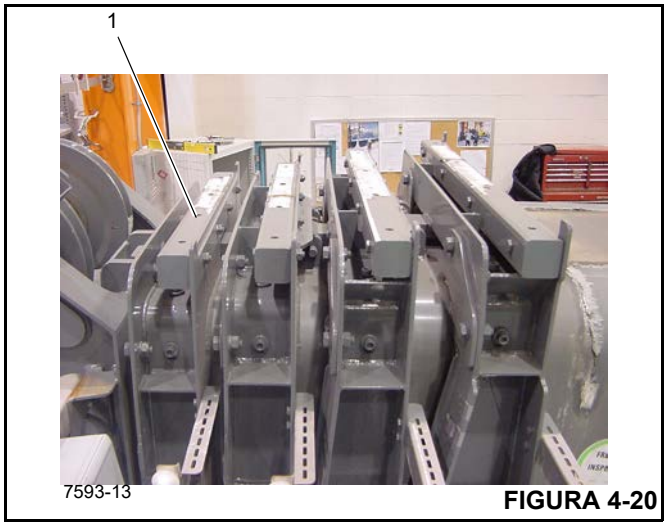

FIGURA 4-20
8. Retire la tira de protección para cables (1) (Figura 4-20) de la parte delantera superior de la brida en la parte delantera de la sección.